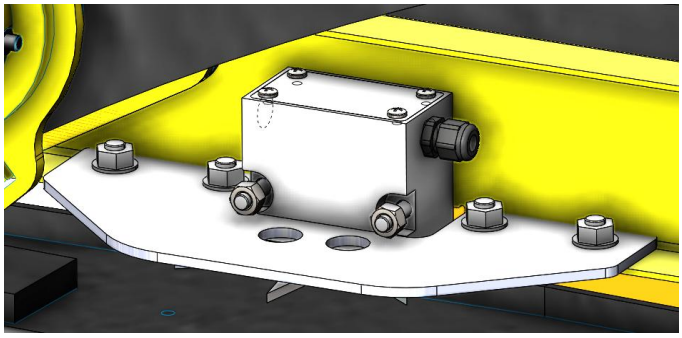

Figure 3
5. Position reinforcement brackets (001-4644BHD) around the star wheel. Shown mounted in Figure 3. Repeat mounting the star wheel and installation of the reinforcement bracket on the right side of baler. Used supplied 3/8” x 3/4” Carriage bolts and flange nuts to secure